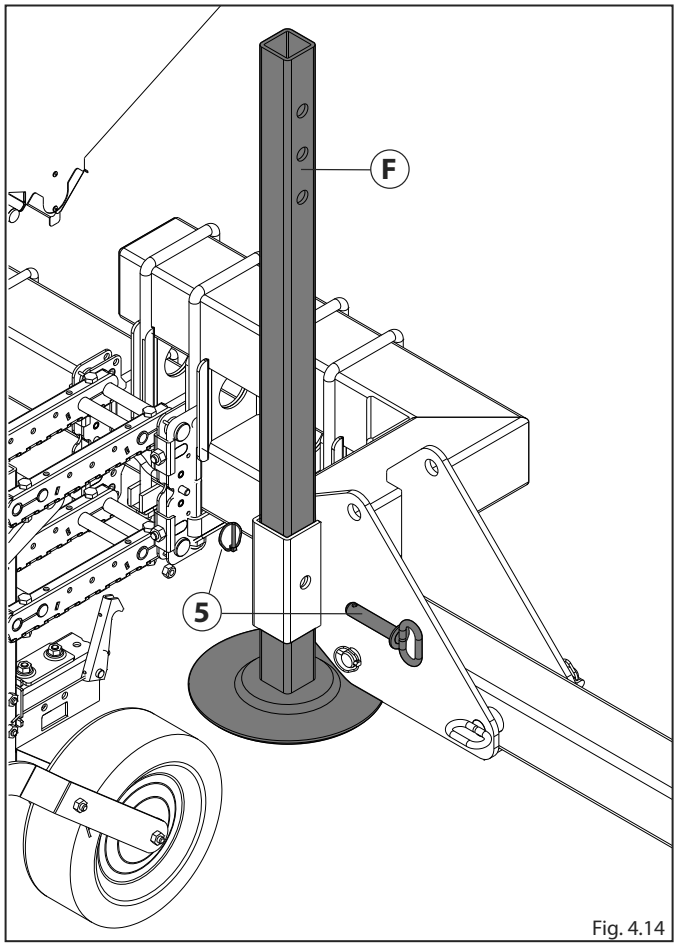

Fig. 4.14
- Lift the support foot **F** (Fig.4.14).